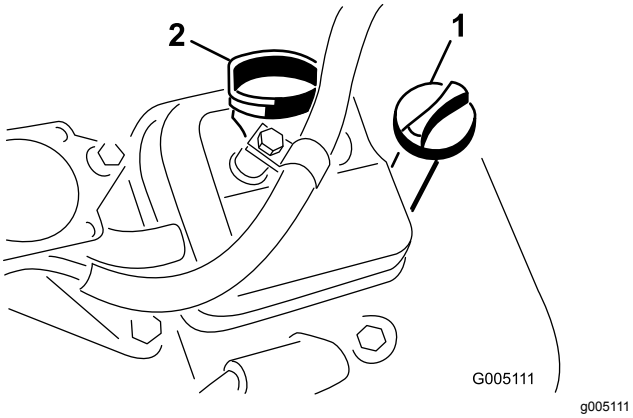

Figur 27
3. Skru peilestaven inn i røret, og pass på at den når helt ned (Figur 27).